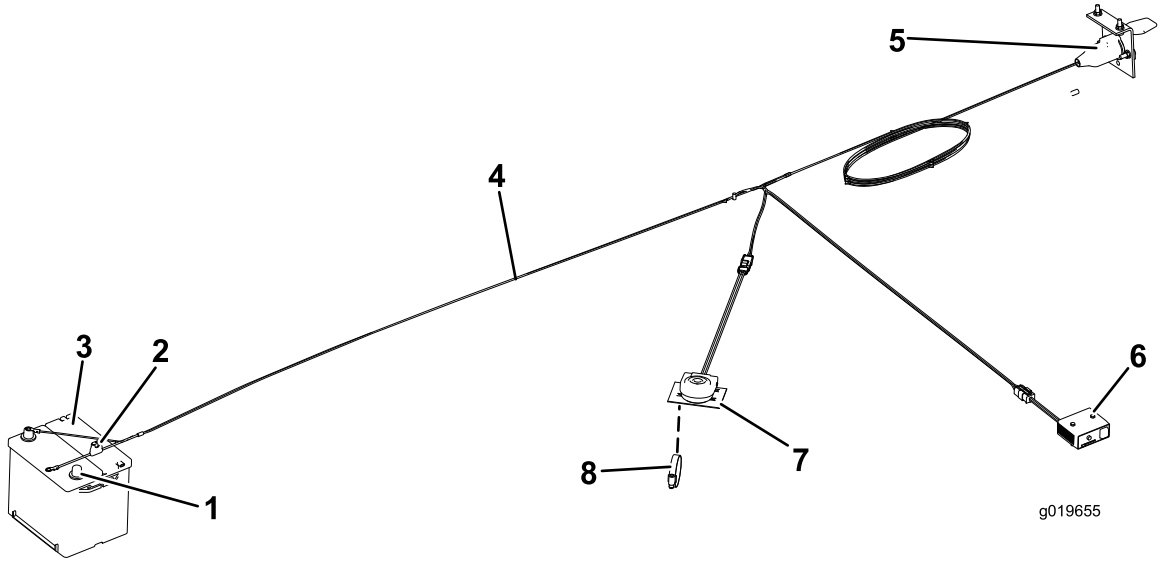

Figur 11
5. Monter belastningskontrollenheten på plentraktorens dashbord eller fender med de (2) nr. 10-skruene og -mutrene.
7. Koble ledningssatsen til komponentene (Figur 11) på følgende måte: